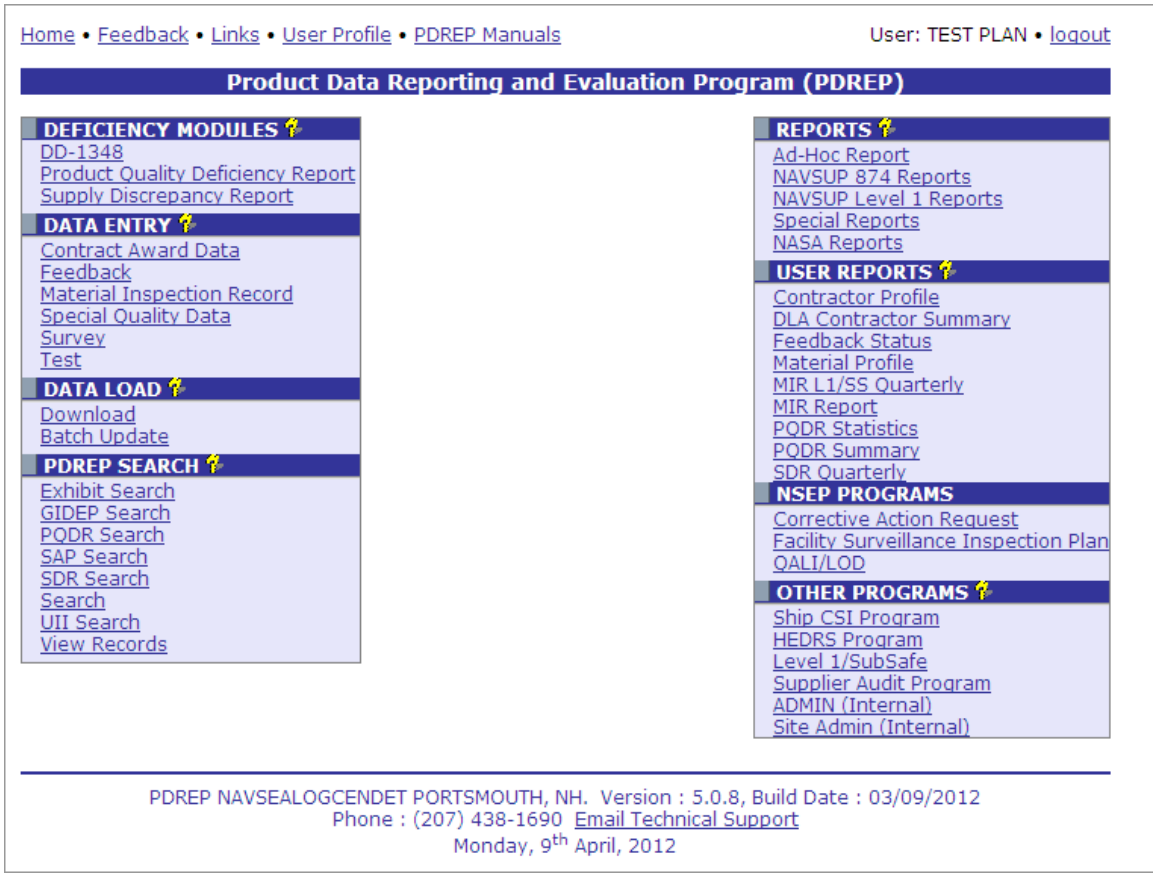

Figure 1.6
i. After successfully logging in, the PDREP Main Menu (Figure 1.6) will display.
a. To view your User Profile, click on User Profile at the top of the Main Menu page (Figure 1.6) toward the upper left corner to review and update your profile. Figure 2.1 shows the User Profile – View display.